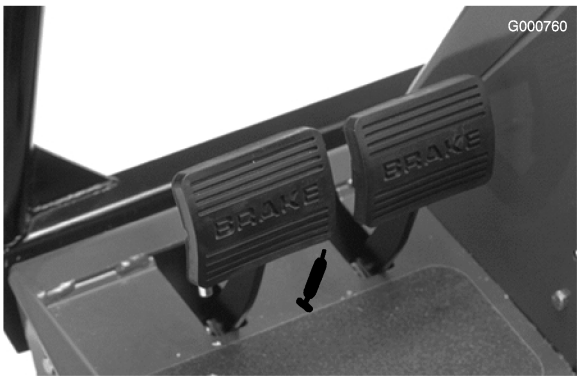

Figur 37
- Bremsepedalakslen (1) (Figur 37)